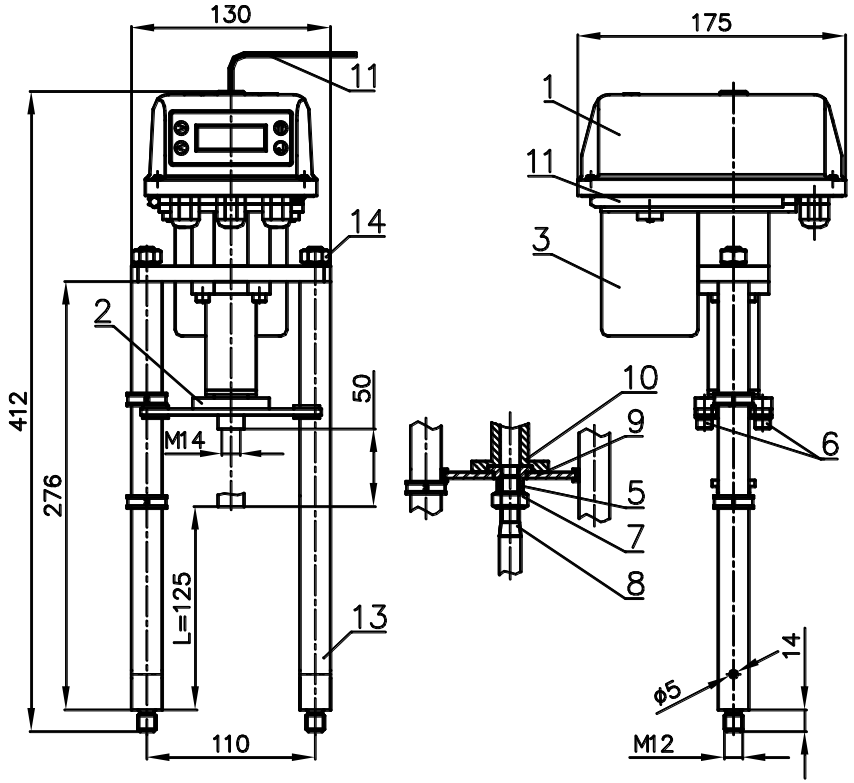

Рисунок 1 - ВЭП-245М
- электропривод (рисунок 1 – позиция 1);
- винтовая передача (рисунок 1 – позиция 2).